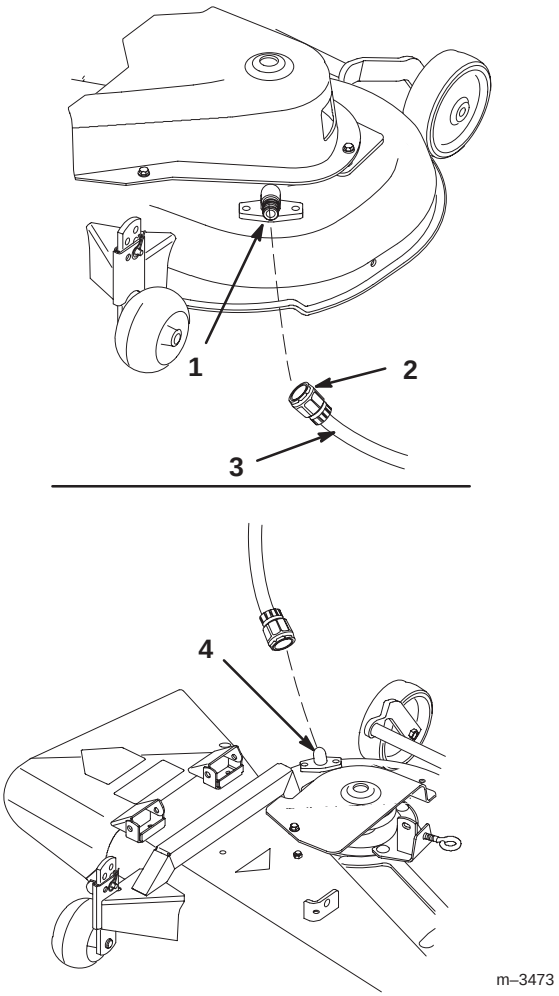

Abbildung 31
2. Eine Schlauchkupplung am Ende des linken Mähwerk-Spülanschlusses anbringen und das Wasser hoch aufdrehen (Abb. 31).